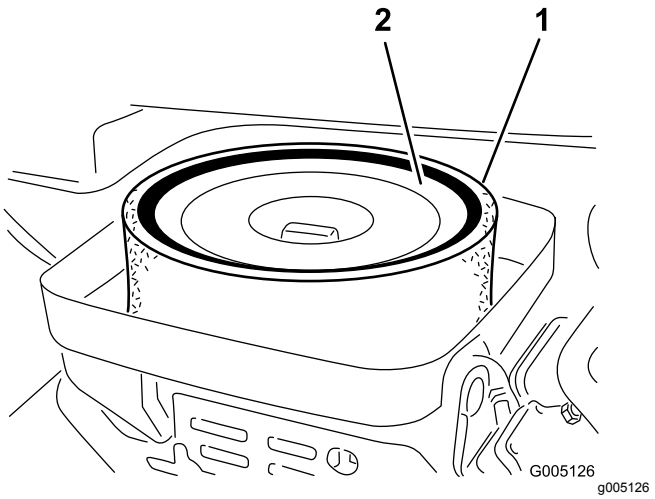

Figur 46
4. Ta bort skumgummidelen från pappersinsatsen om den är smutsig (Figur 46). Rengör den ordentligt på följande sätt: